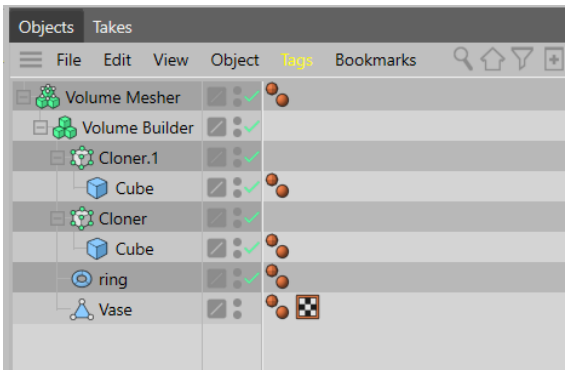

Figure 3-156 *List of all the objects in the Object Manager*
10. Select *Cloner* in the Object Manager. Next, press and hold the left mouse button and then drag it on *Volume Builder*; *Cloner* is connected to *Volume Builder*. Next, select *Cloner.1* in the Object Manager and press and hold the left mouse button and then drag it on *Volume Builder; Cloner.1* is also connected to *Volume Builder.* Figure 3-155 shows vase displayed in the viewport and Figure 3-156 shows list of all the objects in the Object Manager.